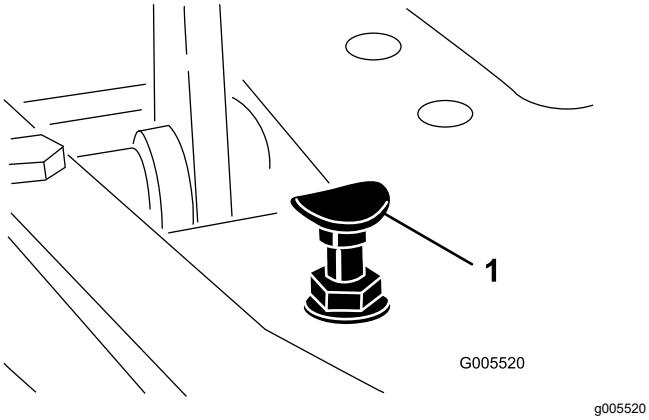

Figure 49
Pour obtenir la vitesse de transport maximale, placez le sélecteur de fonction en position de TRANSPORT et appuyez sur la pédale de déplacement. Si la pédale touche la butée (Figure 49) avant que la tension soit ressentie sur le câble, procédez comme suit :
1. Placez le sélecteur de fonction à la position de TRANSPORT et desserrez le contre-écrou de fixation de la butée de pédale au plancher (Figure 49).